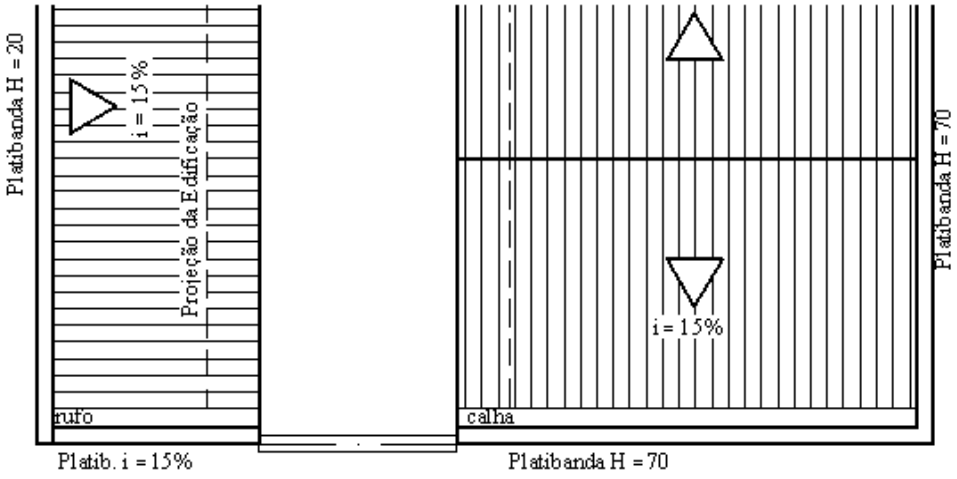

FIGURA 57
C.7.5) Calhas, Rufos e Coletores: Devem ser indicados, pelo menos, calhas, rufos e coletores que impedem o lançamento de águas pluviais e infiltrações nos lotes vizinhos (FIGURA 57).
C.7.6) Platibandas: Platibandas devem ser representadas na planta de cobertura. O texto indicando suas respectivas alturas é recomendável, bem como para platibandas inclinadas e frontões com suas respectivas inclinações (FIGURA 57).